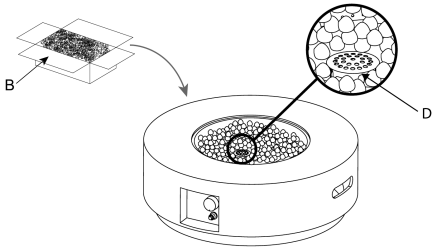

Abbildung 3
4. Öffnen Sie die Schachtel mit Lavasteinen und legen Sie die Lavasteine (B) in die Feuerschale des Feuertischkörpers (A) (siehe Abbildung 3).